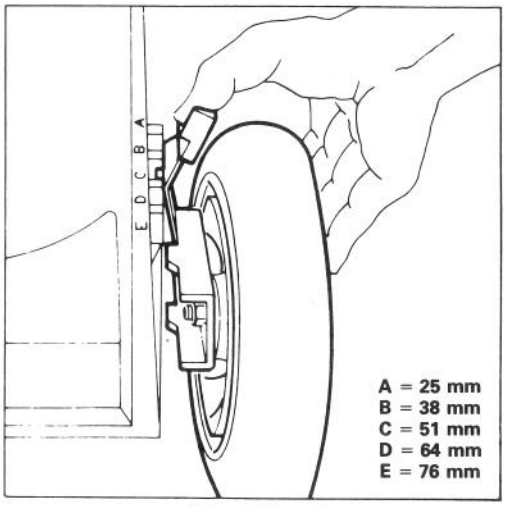

Afbeelding 7
De vijf letters gegraveerd in de huizing geven elke een toenemende graad van afstelling aan (Afb. 7)
2. Licht de huizing op, zodat het wiel van de grond is en u de hoogte gemakkelijker kunt afstellen. Druk de afstellingshefboom naar het wiel toe en zet hem op de gewenste stand (Afb. 7). Zorg ervoor dat de hefboom bij het afstellen in de inkepingen van de huizing valt. Stel alle wielen op dezelfde hoogte af.